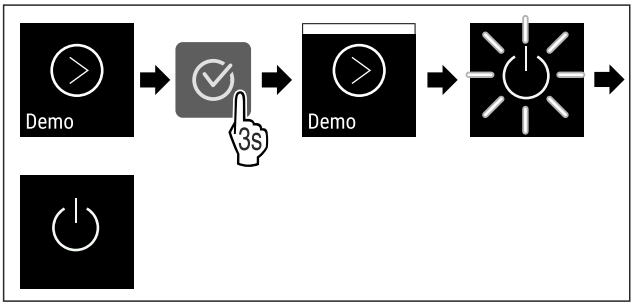

Fig. 100
▶ Suivre les étapes (voir Fig. 100) .